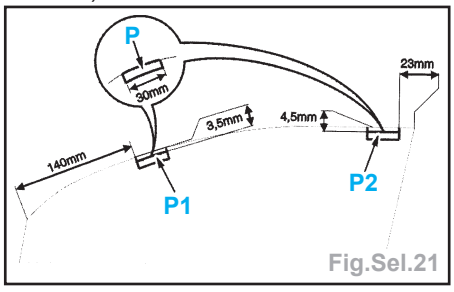

Fig.Sel.21
- Couper et coller 2 bouts de ruban adhésif sur le champ de porte en **P** (Fig. Sel.21).